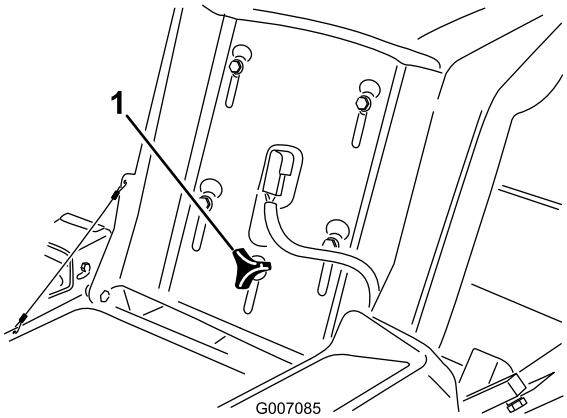

Bild 20
1. Klappen Sie den Sitz hoch und lösen Sie die Einstellhandräder etwas, um den Sitz zu bewegen (Bild 20).